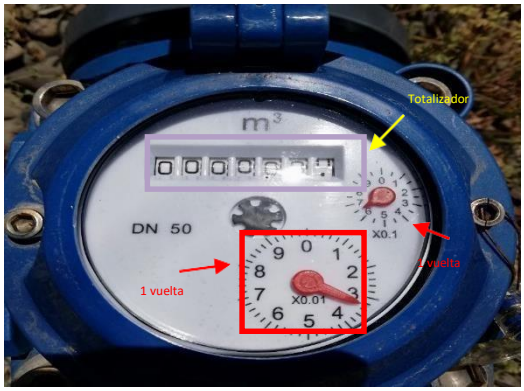

Figura 1. Cálculo de caudal instantáneo en flujómetro mecánico
2. Caudal instantáneo[1]: Esta forma puede ser utilizada sobre todo cuando se vaya a realizar el primer registro de extracción, ya que no existirá un valor de totalizador[2] del periodo anterior. Debe observar el contador del caudalímetro (encerrado en un cuadro rojo en la Figura 1) y calcular de la siguiente manera: En este caso tiene el número x0,01, lo que quiere decir que en una vuelta completa hay 0,1 m3 (0,01x10). Este número hay que dividirlo por el tiempo que demoró la manilla roja en dar la vuelta completa y se multiplica por 1000 (debido a que 1 m3 corresponde a 1000 l) Por ejemplo, si se demoró 2 minutos y 36 segundos (156 segundos en total), se calcula de la siguiente forma: